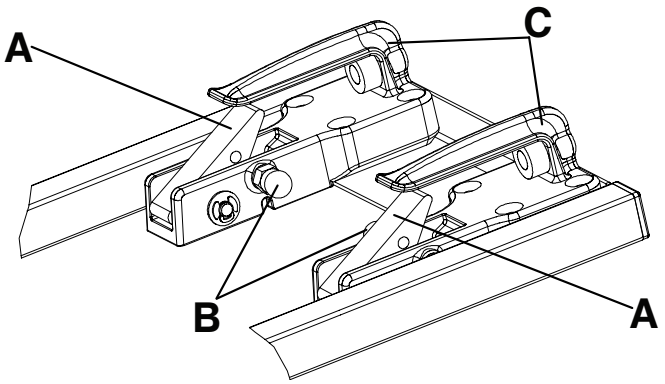

Figur 18 – To-trins lås
Bemærk - Huset til låsen i fodenden er forsynet med en to-trins lås (Figur 18). Når båren er låst fast i beslaget, vender den røde udløserknap tilbage til sin oprindelige position.
Båren frigøres fra to-trins låsen ved at trække i begge røde udløserknapper (B) på indersiden af de forreste stopkroge (C) (Figur 18).